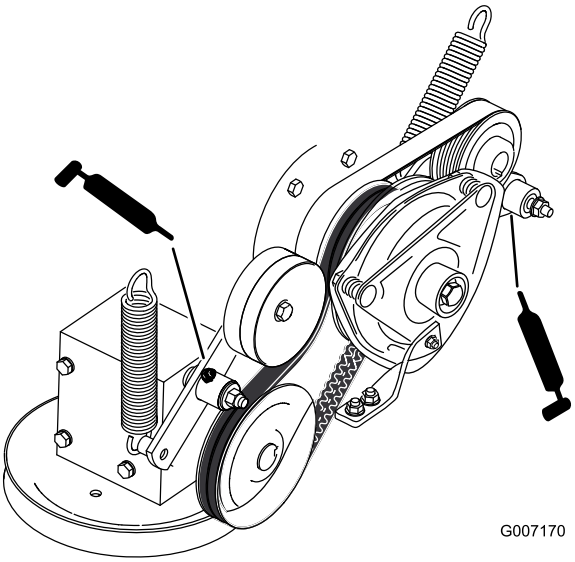

**Figur 36**
7. Smør drivremmens styrearm på kraftudtaget (Figur 36).
8. Smør pumperemmens styrearm (Figur 36).